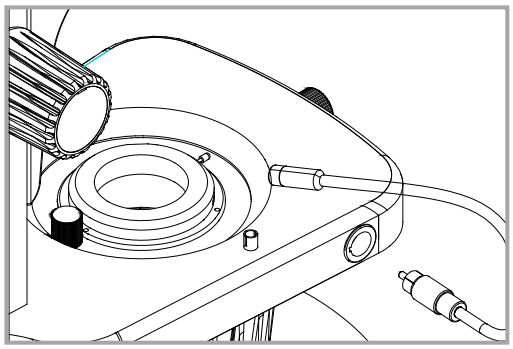

Fig. 3A
**Installing the Optional LED Light (Fig. 3A)**